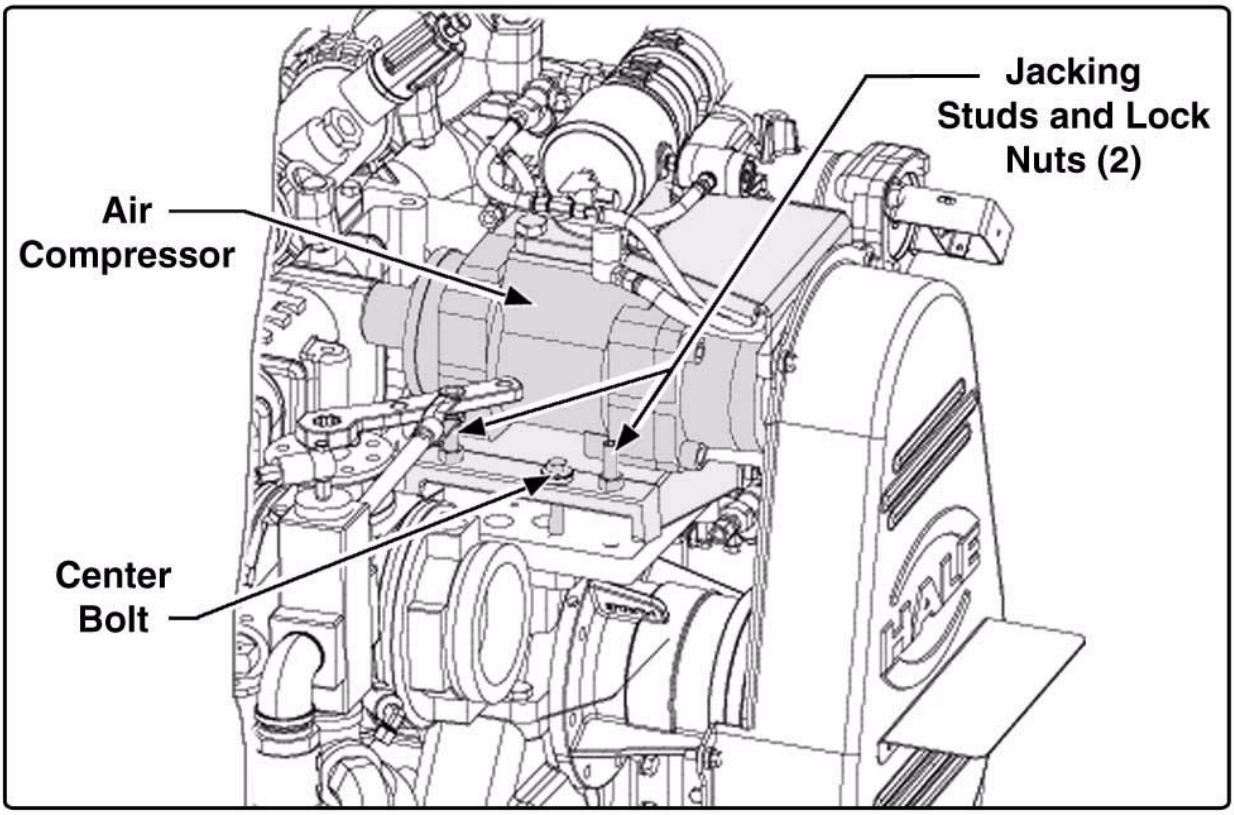

Figure 42 Belt Tension Adjustment Bolts
a. Loosen the center bolt located in the middle of the compressor mounting bracket. (See Figure 42)
a. Loosen the two studs located at both ends of the mounting bracket. (See Figure 42)